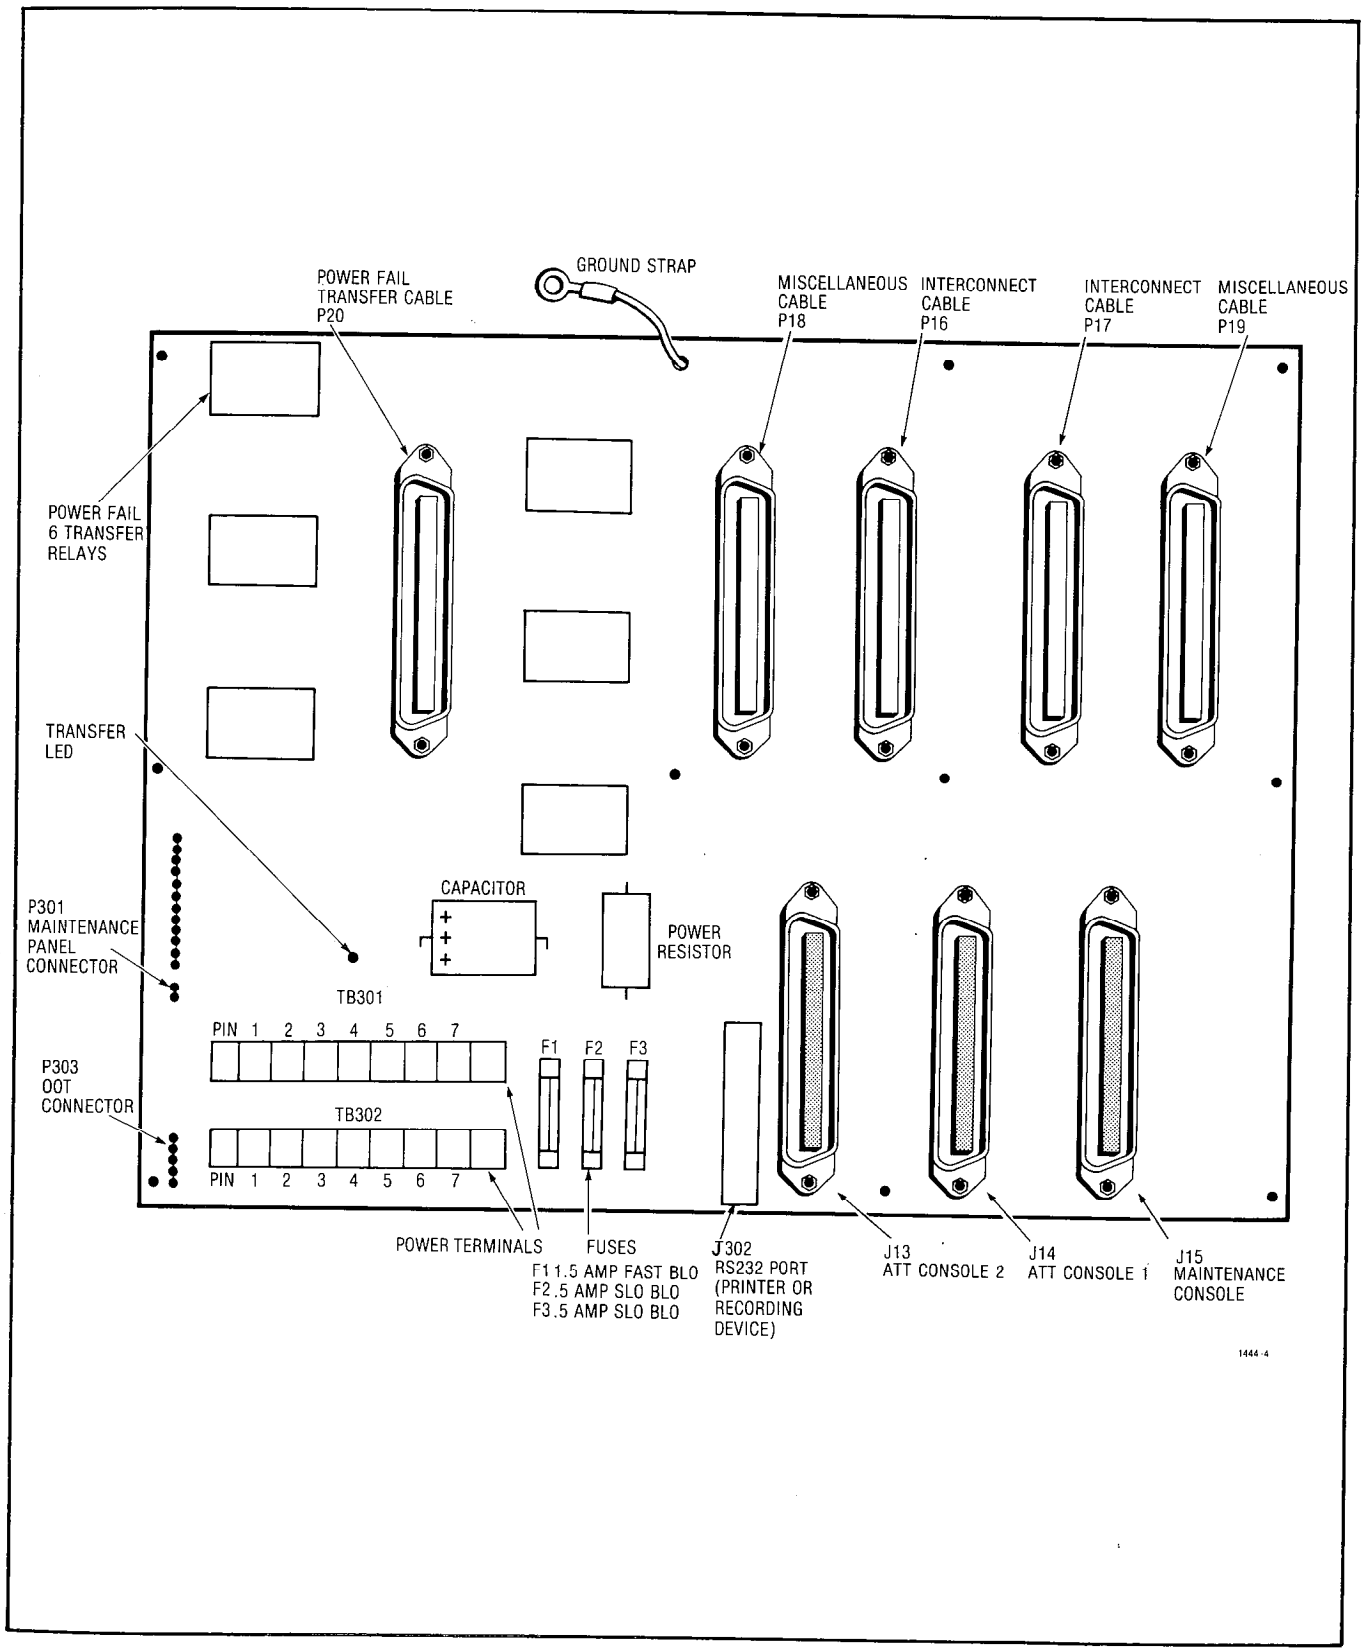

Fig. 2-8 SX-100 Interconnect, Console Interface, Power Fail Transfer Card
2.21 The SX-100 combines the Console Interface, Power Fail Transfer, and Console Interconnect on one card (Fig. 2-8). All plugs on this card perform the same functions as listed in Table 2-7. All power for the board is provided by the two terminal blocks (TB301 and TB302) fed by a cable from the power supply. In the event of a commercial power or equipment failure, up to six CO trunks can be automatically connected to six extensions. In addition, the board has a Transfer LED which will go out when a transfer occurs. There are three fuses for user ringing, user – 48Vdc, and – 48Vdc for the console (F1, F2, F3).